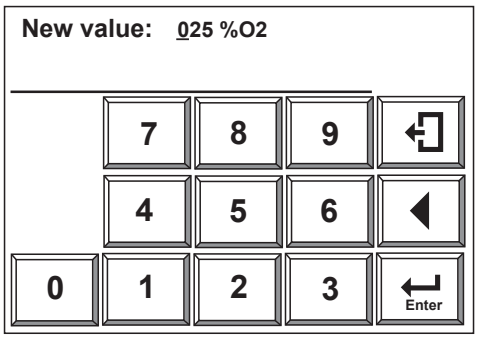

Figure 8.2 Numerical entry
5) The numeric data entry display shown in Figure 8.2 appears; enter the desired oxygen concentration setting. To set 10% O_2, input [010] and touch the Enter key.